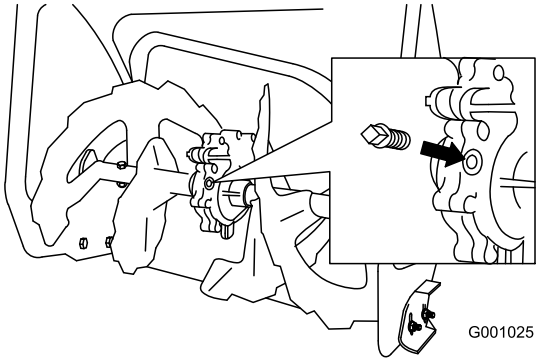

**Figur 46**
2. Rengör området runt rörpluggen (Figur 46).